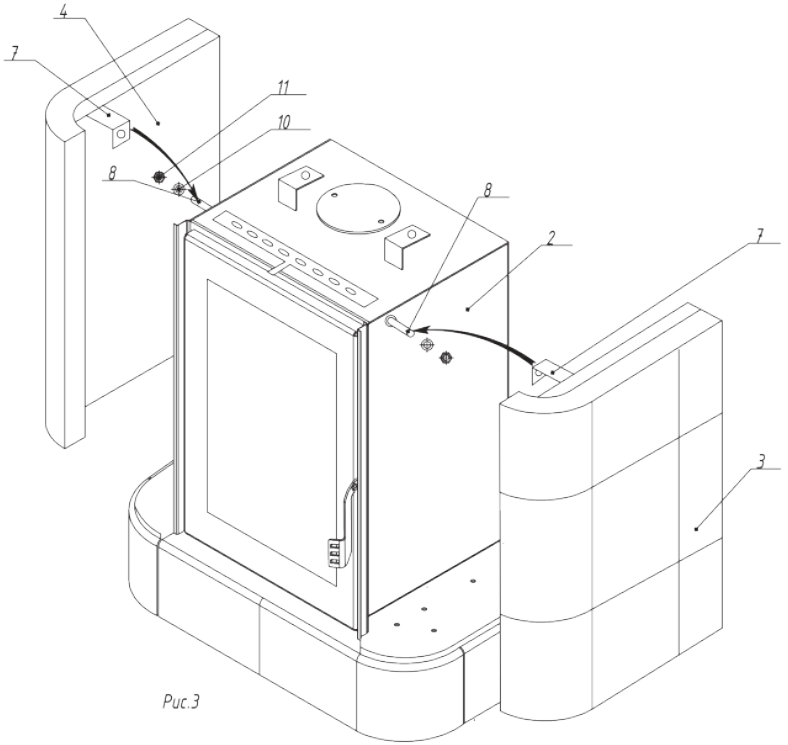

Рис.3
4. Кронштейн 7 боковых панелей 3,4 крепится к винту 8 на топке 2 шайбой, гайкой 10,11 (Рис. 3)